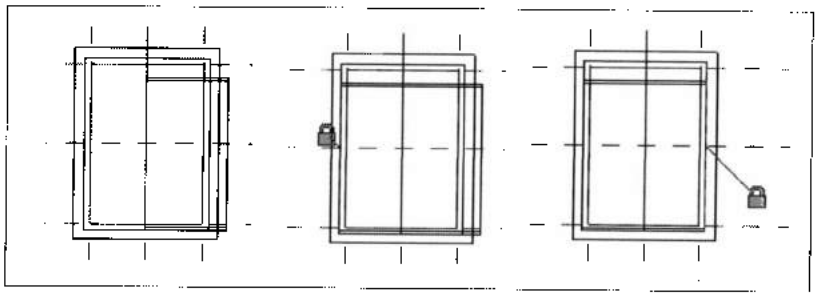

Рис. 17.51. *Выравнивание рамы по ширине*
7. На ленте **Modify** в разделе **Edit** выбрать команду **Align** и выровнять заготовку с фиксацией левого и правого ребра на заготовке рамы относительно внутренних кромок переплета окна (рис. 17.51).